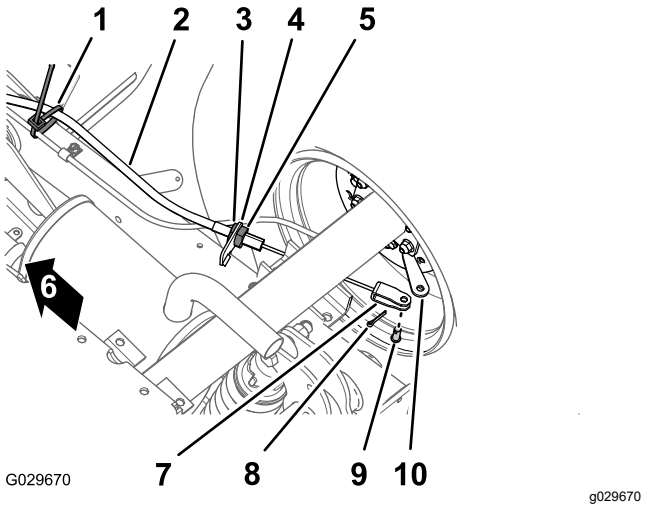

Figuur 46
1. Verwijder aan de onderkant van de machine de kabelklemband waarmee de kabel van de parkeerrem is bevestigd aan de leiding van de bedrijfsrem (Figuur 46).
2. Markeer de draairichting op de voorste contramoer voor de kabel van de parkeerrem (Figuur 46).
3. Zet de achterste contramoer los en verwijder de kabel van de beugel van de remkabel (Figuur 46).
4. Verwijder de borgpen en de gaffelpen waarmee de gaffel voor de kabel van de parkeerrem is bevestigd aan de remhendel en verwijder de kabel van de hendel (Figuur 46).
1. Leid de schroefregelaar van de kabel van de parkeerrem naar de beugel van de remkabel en de gaffel naar de remhendel (Figuur 46).
3. Lijn de schroefregelaar van de kabel van de parkeerrem uit met de beugel van de remkabel en zet de achterste contramoer vast (Figuur 46).